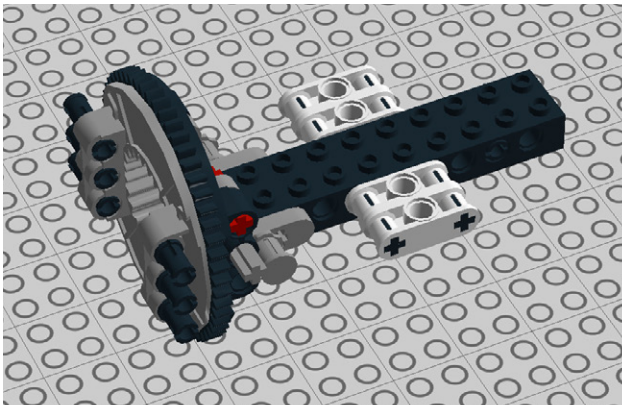

Figure 7-85. *Step 78: The finished assembly*
78. OK, you're done with this part! It should look like Figure 7-85. Set it aside for now.